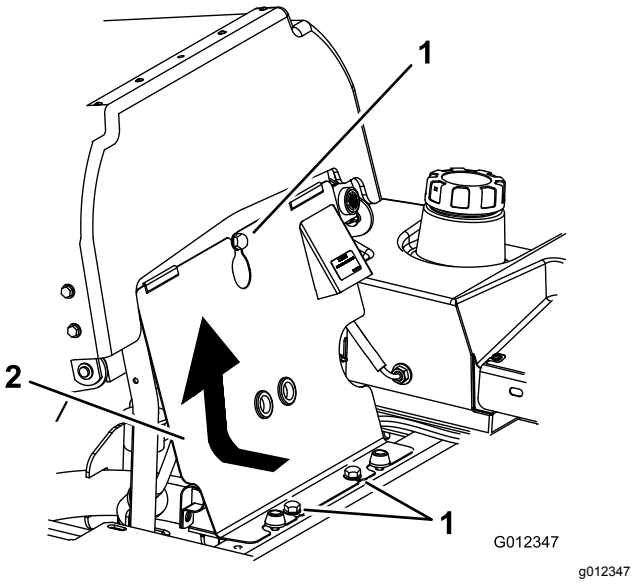

Figur 62
3. Vip sædet frem, løsn boltene, og fjern motorens frontpanel (Figur 62).